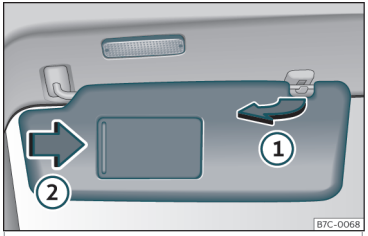

Fig. 95 Parasol.
- El parasol puede extraerse de la fijación y girarse hacia la puerta ››› **fig. 95** ①.